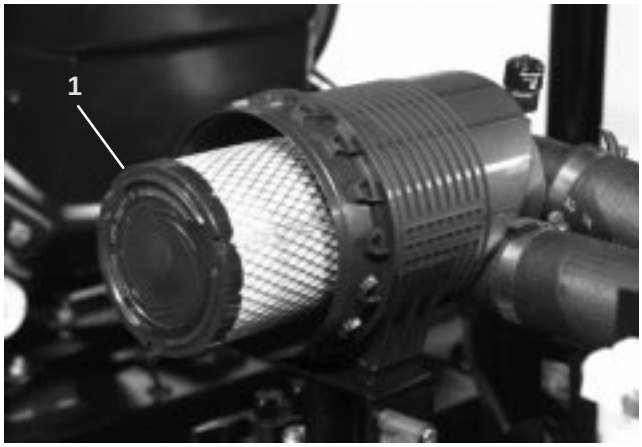
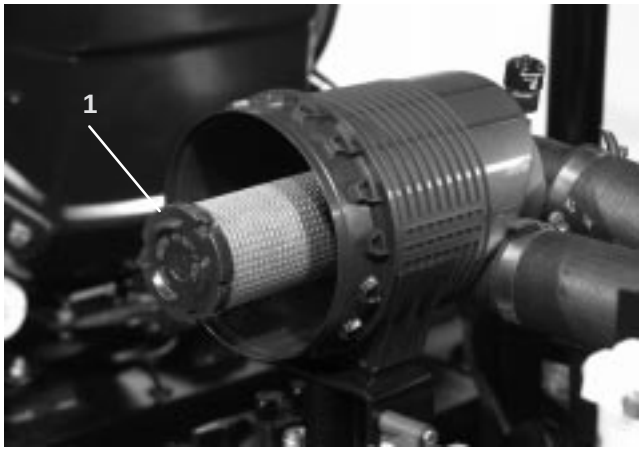

Figure 45
Figure 46
2. Gently slide primary filter (Fig. 45) out of air cleaner body to reduce the amount of dust dislodged. Avoid knocking filter against air cleaner body. **Do not remove safety filter (Fig. 46).**